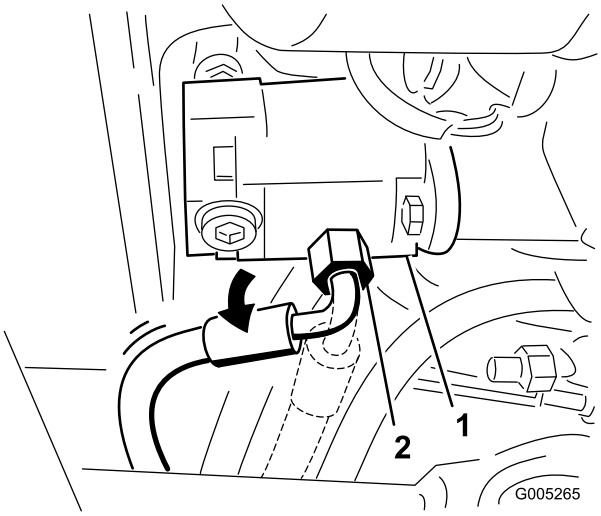

**Rysunek 84**
37. Poluzuj złącze przewodu ciśnieniowego przy pompie i obróć je o 45 stopni do tyłu maszyny (Rysunek 84).
**Informacja:** Rysunek 84 przedstawia widok od spodu zespołu jezdnego.